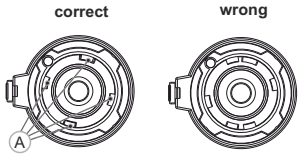

Fig.5
- Make sure that the salients **(A)** of the attachment's eyepiece are located above the lower salients **(see Fig.5)**.